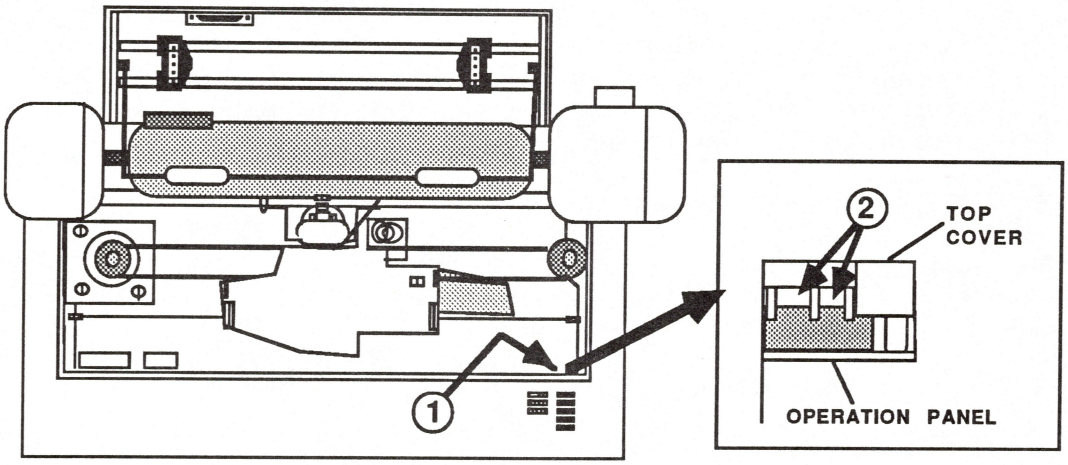

FIGURE 8
6. Find the detector plate. It is on the right hand side of the printer, hidden just below the on/off switch (see Figure 8, #1).
7. Using a brush remove any paper dust (see Figure 8, #2).